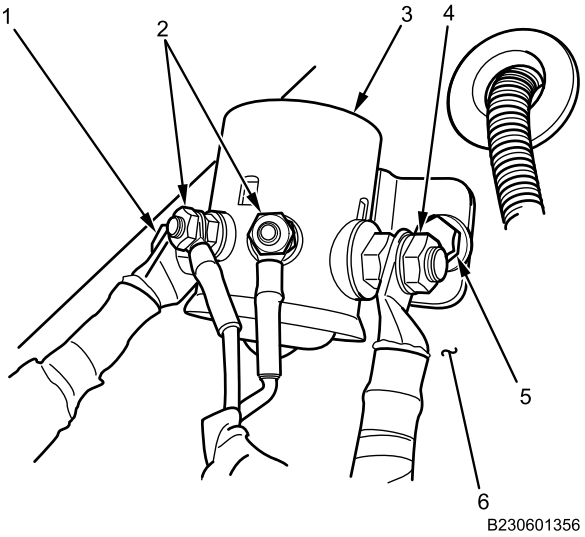

Figure 2. 110V Inverter MAIN POWER Switch Installation.
1. Position 110V inverter MAIN POWER switch (Figure 2, Item 3) to stowage box (Figure 2, Item 6).
2. Install two nuts and bolts (Figure 2, Item 5) and tighten securely.
3. Install two nuts (Figure 2, Item 2) securing switch control wires to switch (Figure 2, Item 3). Tighten nuts securely.
4. Install two nuts (Figure 2, Item 1 and 4) securing positive cables to switch (Figure 2, Item 3). Tighten nuts securely.